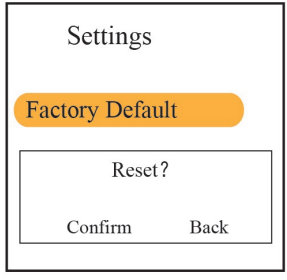

Figura 4.10J Configuración predeterminada
- Version (Versión): Para ver el número de la versión de software, como se muestra en la figura 4.10J.